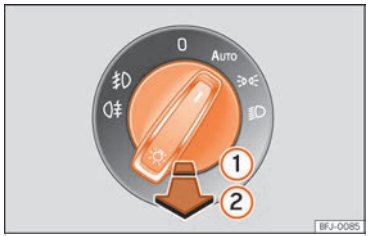

Fig. 73 Tablero de instrumentos: mando de las luces.
- **Encender los faros antiniebla ≢D:** tire del conmutador de las luces hasta el primer encastre ››› **fig. 73** ①.
- **Encender luz trasera antiniebla D≢:** tire del conmutador de las luces por completo ②.